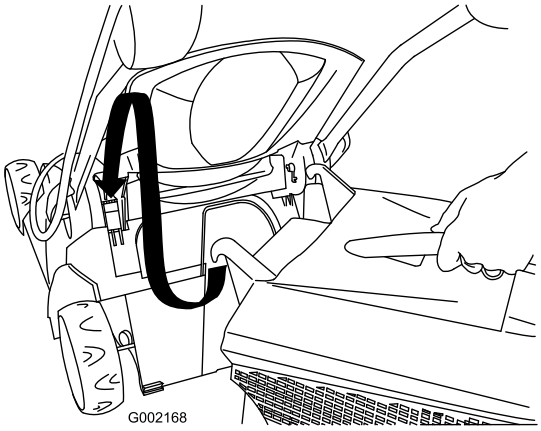

Figuur 20
1. Til de achterklep omhoog en monteer de grasvanger aan de maaier (Figuur 20).